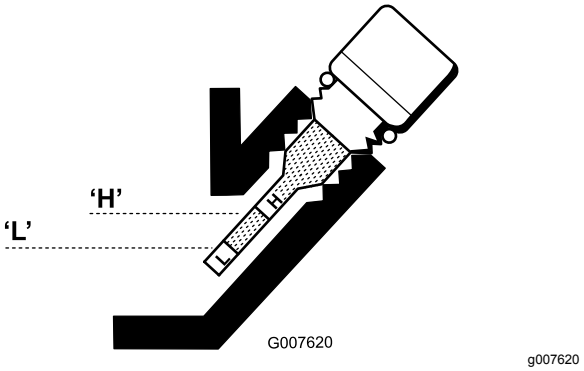

Figuur 30
6. Als het peil te laag staat, vult u voldoende olie bij totdat het peil tussen de 'H'- en 'L'-markering op de peilstok staat (Figuur 30). Controleer het oliepeil.